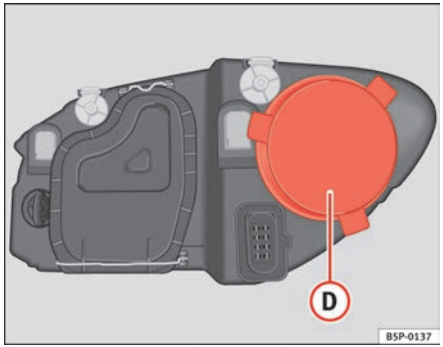

Fig. 185 Side lights
– Remove the cover ⇒ fig. 185 (D) by pulling on this.